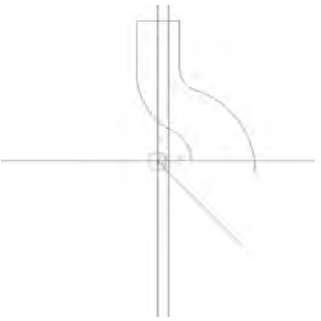

图 5-190 曲线拉伸
(8) 单击“曲线拉伸”图标，对 R21.25 圆弧和 R55 圆弧进行拉伸，如图 5-190 所示。